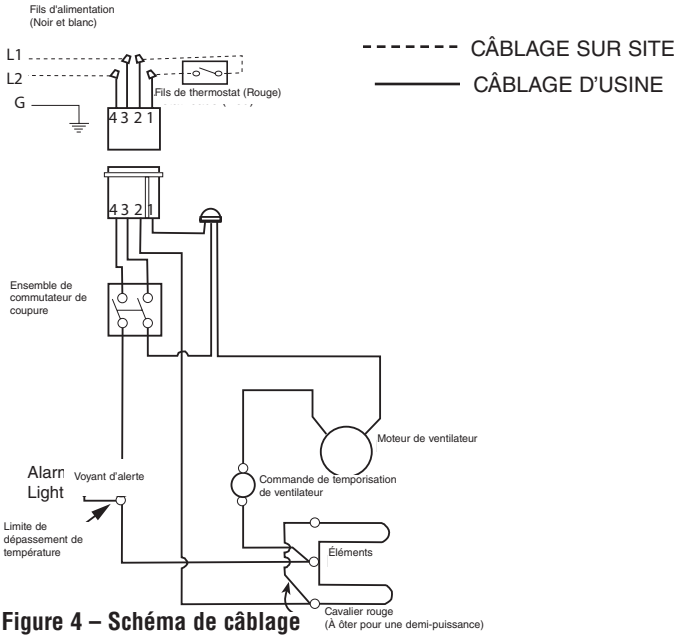

**Figure 4 – Schéma de câblage**
1. Suivez le schéma de câblage (Figure 4) pour brancher les fils d'alimentation et les fils de thermostat avec les fils du radiateur dans le boîtier arrière.
3. Disposez l'ensemble de radiateur/ventilateur dans le boîtier arrière et fixez-le en place avec (2) vis fournies au travers des fentes centrales dans l'ensemble de ventilateur.
4. Passez le commutateur de coupure monté sur l'ensemble de radiateur/ventilateur sur Marche (ON).